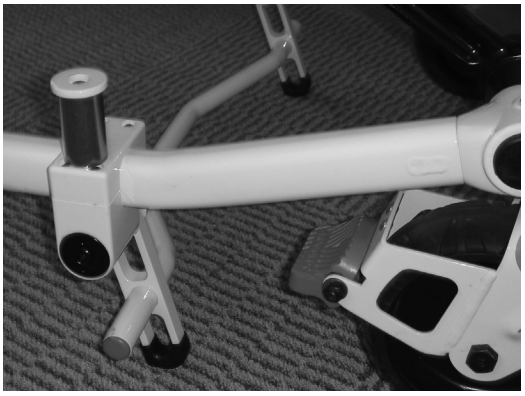

Figure 39
3. Les deux opérateurs doivent s'assurer que la béquille est bien verrouillée en position déployée comme indiqué en Figure 39.